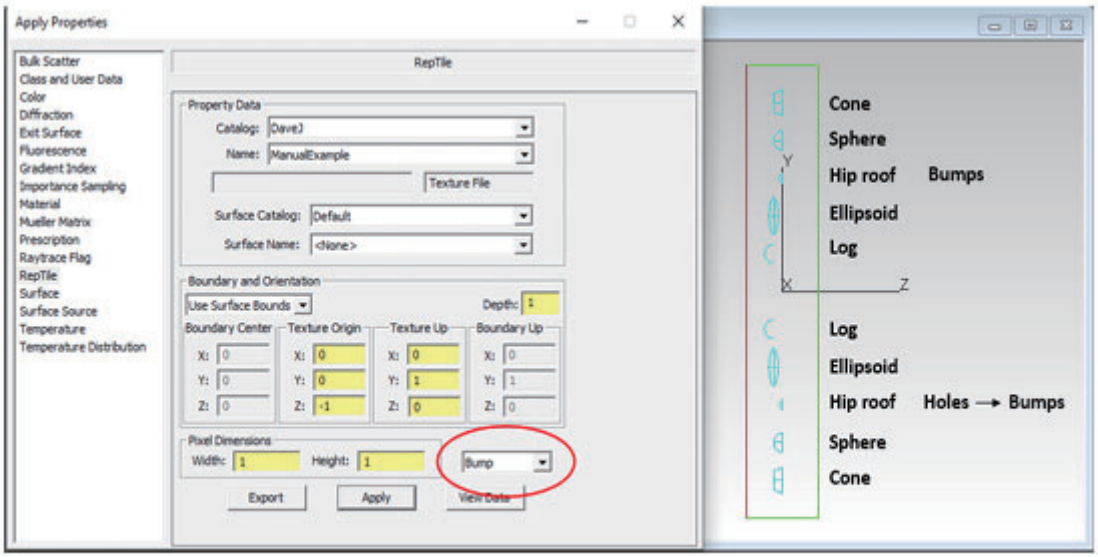

FIGURE 4.36 - Textured RepTile visualization showing the Bump orientation for a RepTile property that originally contains Holes and Bumps.
- 図 4.36：凹凸の特徴であるため、すべての特徴が凹凸として扱われます。